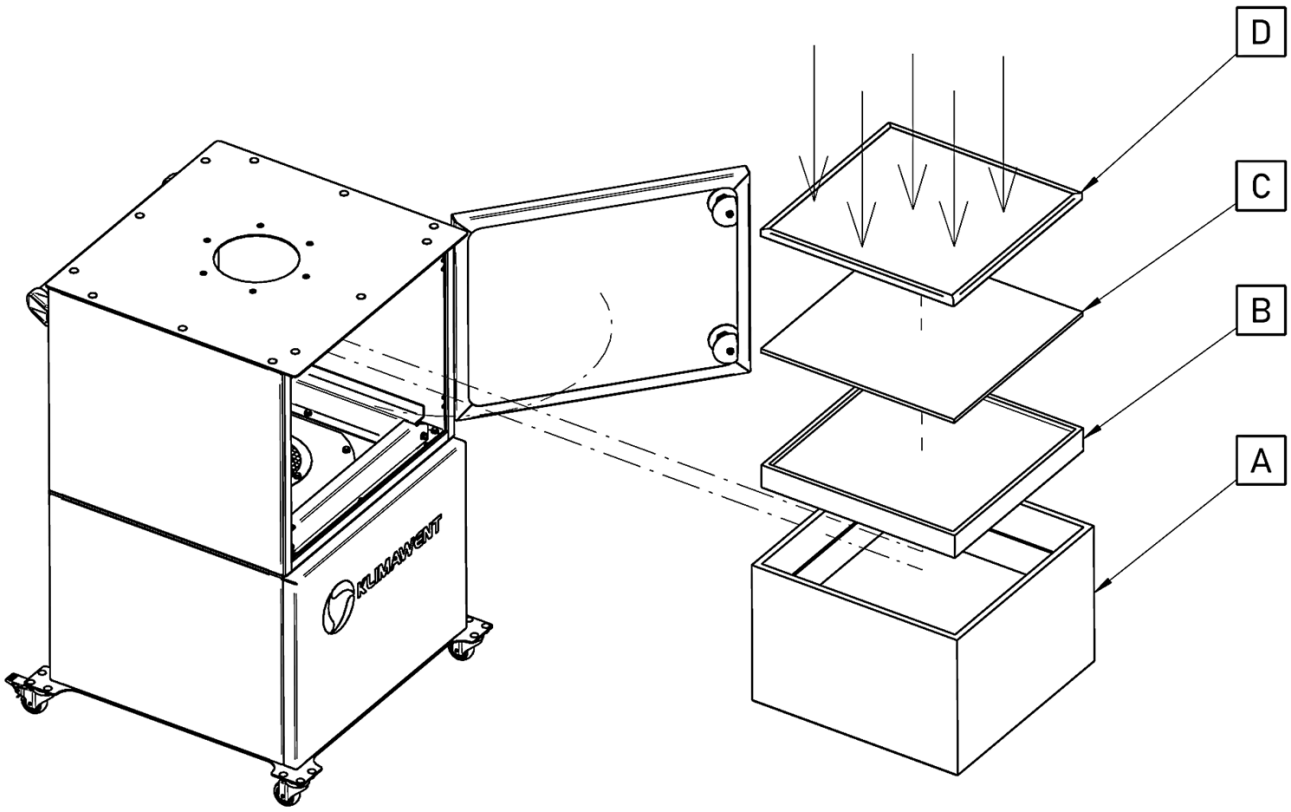

Rysunek 7-2
Urządzenia **RAK** są wyposażone w zestaw filtracyjny składający się z czterech elementów (zob. Rysunek 7-2):
Filtry tworzą wspólny zestaw filtracyjny. Przy kontroli poszczególnych elementów zestaw należy ostrożnie wyjąć z komory filtracyjnej, a następnie rozdzielić jego elementy zgodnie z konstrukcją pokazaną powyżej – zob. Rysunek 7-2.
4. **Sprawdź, czy nowe filtry są właściwego typu, są suche, czyste, nieuszkodzone i poprawnie złożone w zestaw filtracyjny – zob. Rysunek 7-2.**